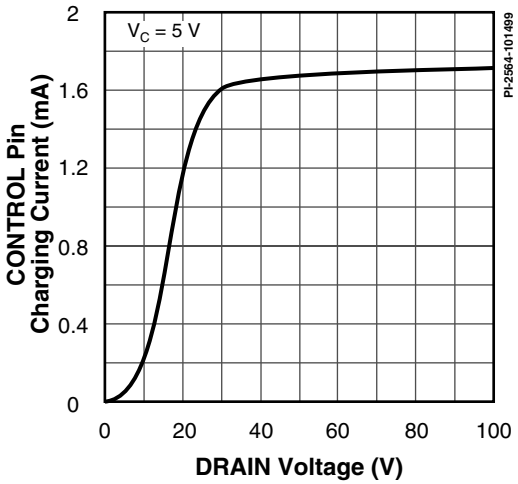

Figure 68. I_C vs. DRAIN Voltage.
E. It is possible to start up and operate *TOPSwitch-GX* at DRAIN voltages well below 36 V. However, the CONTROL pin charging current is reduced, which affects start-up time, auto-restart frequency, and auto-restart duty cycle. Refer to Figure 68, the characteristic graph on CONTROL pin charge current (I_C) vs. DRAIN voltage for low voltage operation characteristics.